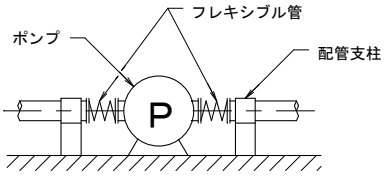

図 2
(1) ポンプ本体へ吸込管、吐出し管の荷重がかかると、軸継手の芯狂いおよびケーシングの歪みによりガスケット部から漏洩の原因となります。適切な配管支持をしてください。
(2) ポンプ据付および運転中にポンプ本体へ荷重がかからぬよう、図 2 のようにポンプ吸込口および吐出し口の直近にフレキシブル管を設置ください。